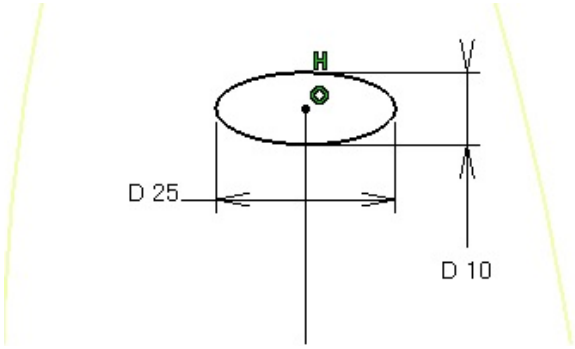

Figure 10-66 *The profile for the sweep surface*
6. Draw an ellipse for the profile of the sweep surface, as shown in Figure 10-66.